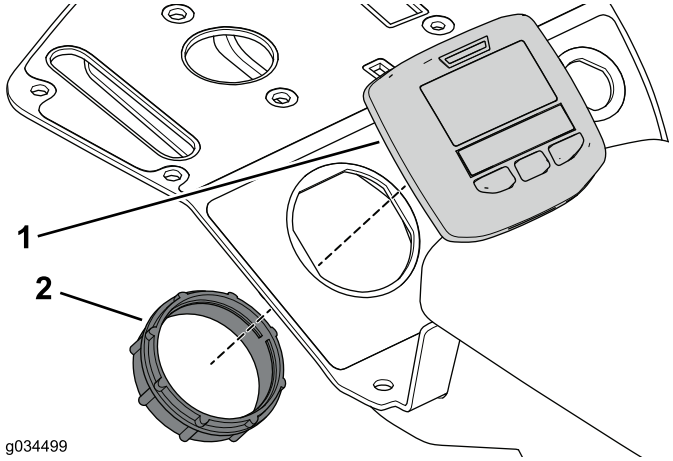

Figure 28
3. Fixez l'affichage sur la console à l'aide de la bague de retenue (Figure 28).